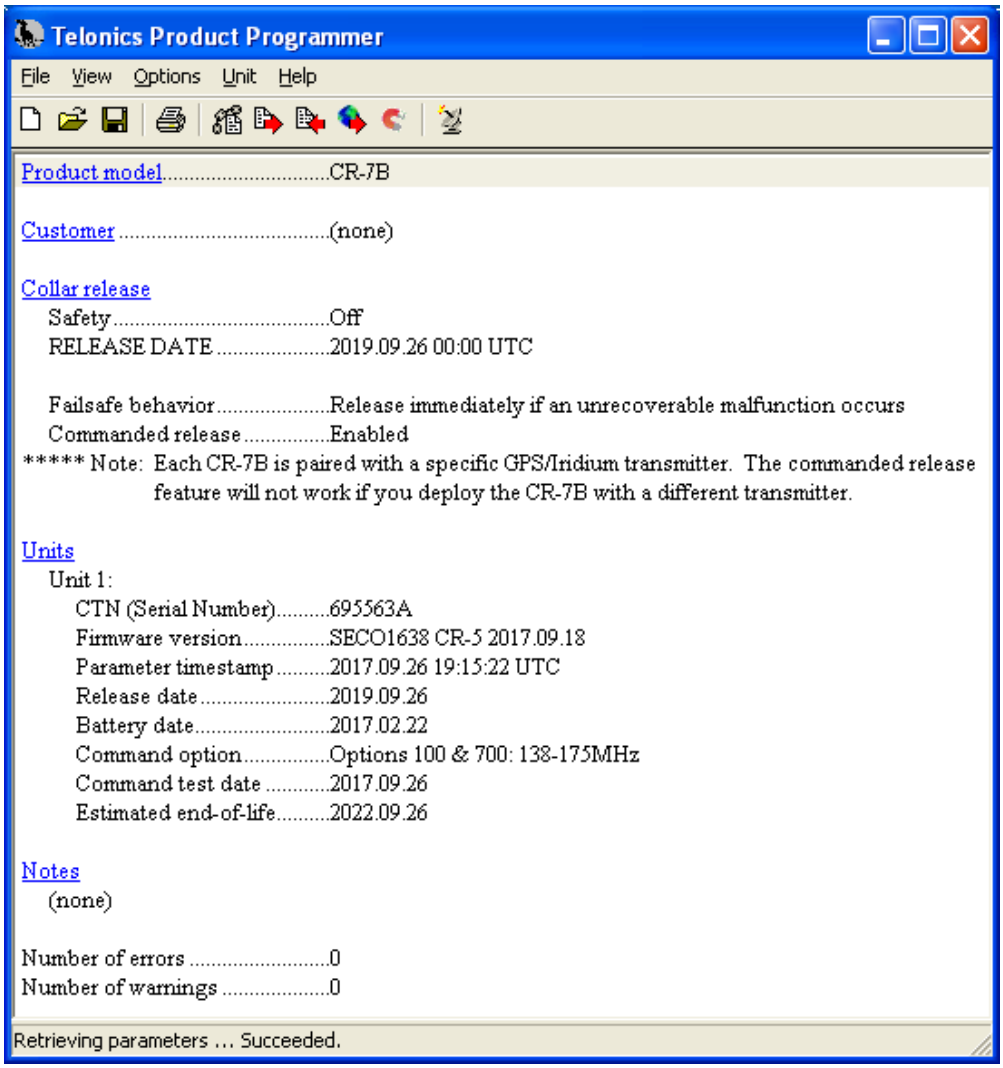
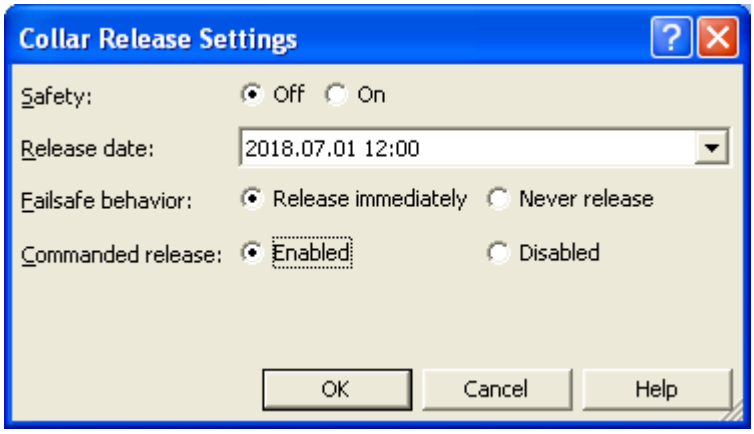

Figure 10
Figure 11
After a successful Retrieve Parameters operation, TPP will display the CR-7 CTN (Serial Number), various manufacturing data, as well as the current release parameters in the main program window (Figure 10).
3. Click the **Collar release** section name in the main window (Figure 10). This will open the Collar Release Settings dialog (Figure 11).
2. Click the **Collar release** section name in the main window (Figure 10). This will open the Collar Release Settings dialog (Figure 11).